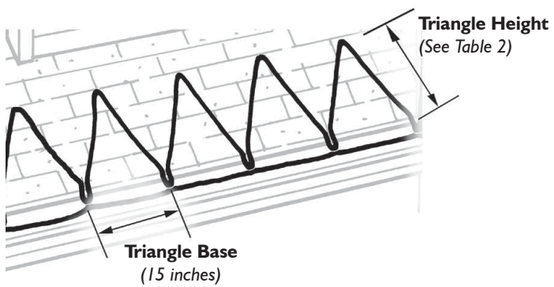

Figure 4. Triangle pattern along roofline
- **Pattern for the roofline:** Cable laid along the roofline is arranged in a triangular pattern (see Figure 4). The cable must extend above the overhang into the warm section of the roof. To determine the height of the triangles, measure the depth of the overhang. The triangle heights are measured by the number of shingle rows from the roof edge (based on the standard $5^1/_2$ inch tab shingles). Using Table 2, determine the height of each triangle. Using this method, the triangles will extend at least one shingle row ($5^1/_2$ inches) into the warm roof area.